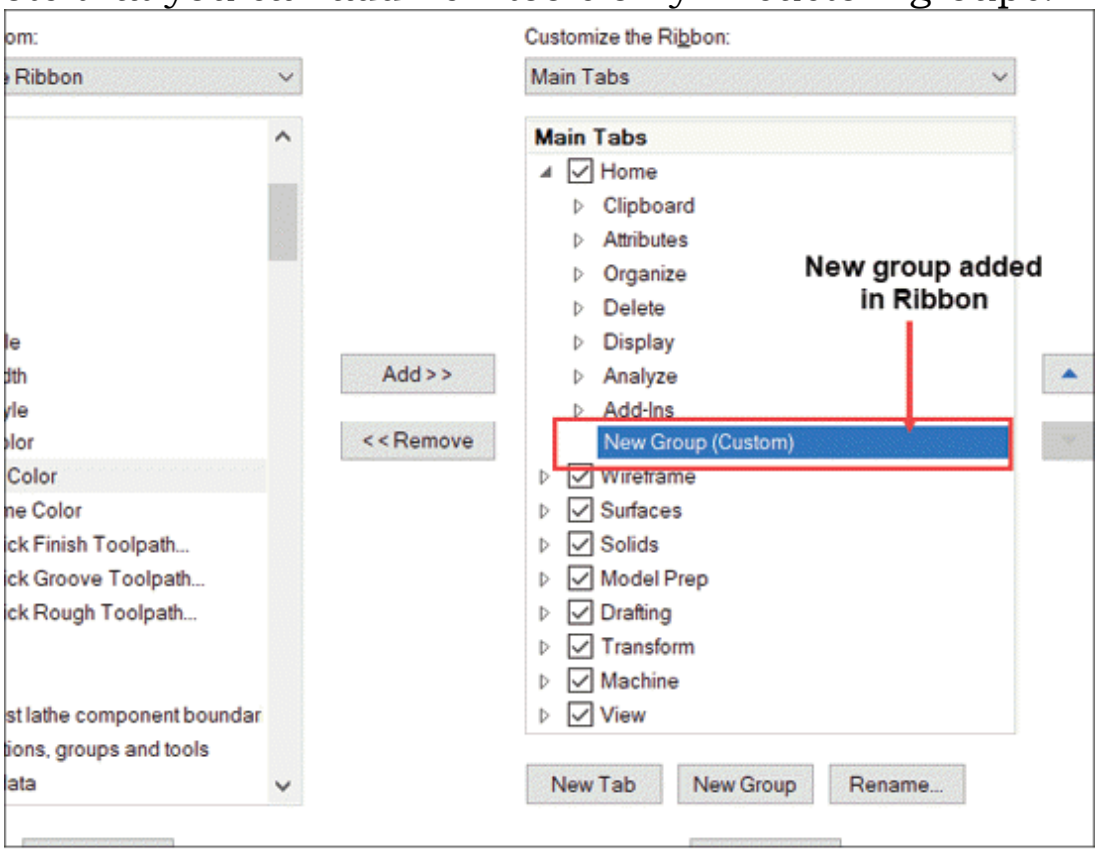

Figure-17. New group for customization
- Select desired tab from the right list box and click on the **New Group** button to add a custom group for adding tools. A new group will be added in the selected tab; refer to Figure-17. Note that you can add new tools only in custom groups.